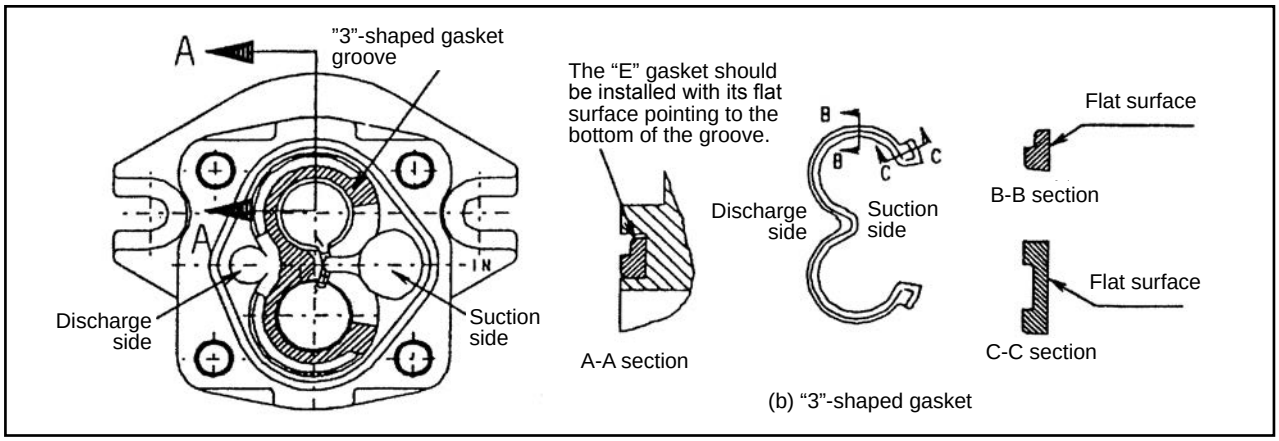

Fig. 7.32 Gasket Installation
③ Install a new "E" gasket in the groove in the front cover, referring to Figure 7.32.
⑩ Install the "3"-shaped gasket in the rear cover, as shown in Figure 7.32.